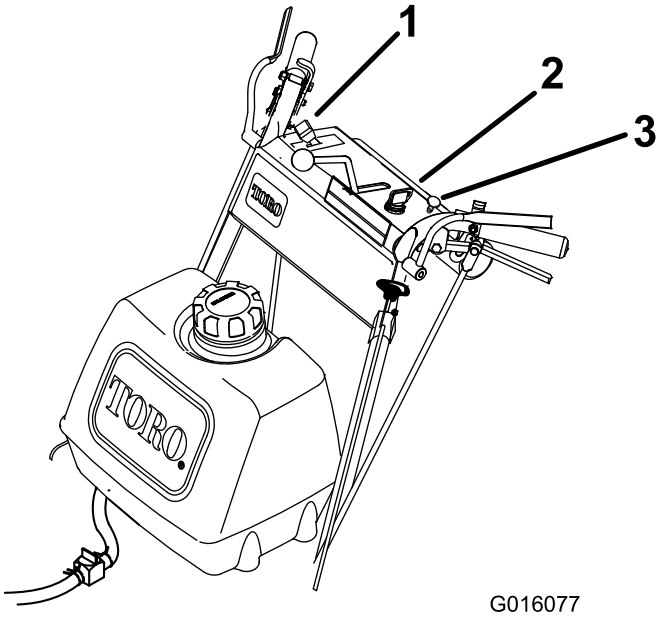

Figur 9
11. Flyt chokeren til slukket position, når motoren varmes op (Figur 9).
2. Flyt gashåndtaget til langsom (Figur 9).